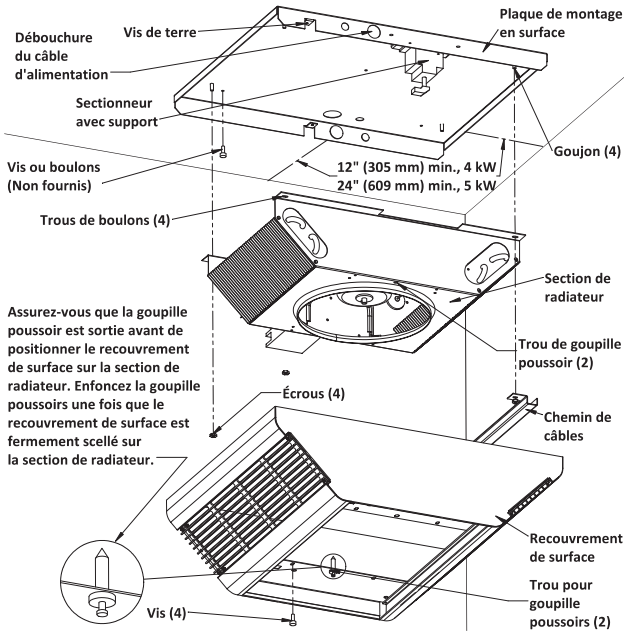

Figure 2
6. Positionnez la plaque de montage en surface contre le plafondet fixez-la avec des boulons ou des vis (Figure 2). Voyez l'avertissement N° 9.
10. Positionnez la section de radiateur par-dessus les goujons de la plaque de montage en surface (Figure 2).
11. Poussez la section chauffante sur les goujons et serrez solidement les deux écrous (fournis) sur les goujons pour fixer la moitié de la section chauffante opposée aux fils gainés à la plaque de montage en surface. Poussez la conduite sur les goujons en vous assurant que les fils gainés sont dans la conduite, puis serrez fermement les deux écrous (fournis) sur les goujons pour fixer la conduite et l'autre moitié de l'appareil de chauffage à la plaque de montage en surface (Figure 2).
SI VOUS N'INSTALLEZ PAS BIEN LES QUATRE ÉCROUS DE FIXATION LE RADIATEUR PEUT TOMBER (VOYEZ LA FIGURE 2).
REMARQUE : Assurez-vous que la goupille poussoir dans chaque extrémité de la grille de soufflage est tirée en position sortie pour permettre aux corps de goupille de bien entrer dans les trous de la section de radiateur (Figure 2).
15. Installez et serrez bien quatre vis (fournies) pour retenir le recouvrement de surface avec la section de radiateur (Figure 2).
SI VOUS N'INSTALLEZ PAS BIEN LES QUATRE VIS LE RECOUVREMENT DE SURFACE PEUT TOMBER (VOYEZ LA FIGURE 2).
SI VOUS N'INSTALLEZ PAS BIEN LES QUATRE VIS, LE RECOUVREMENT DE SURFACE PEUT TOMBER (VOYEZ LA FIGURE 2).